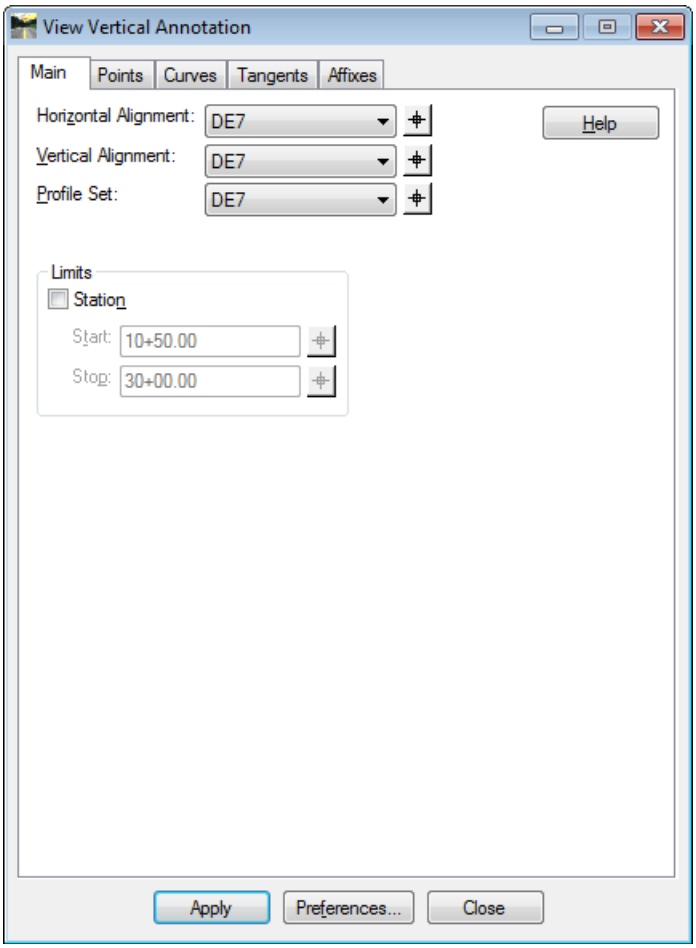

Figure L4-16 View Vertical Annotation
39.	**Annotate Vertical Alignment** • In InRoads, Select **Geometry ► View Geometry ► Vertical Annotation**. The **View Vertical Annotation** dialog opens as shown in *Figure L4-16*. *The View Vertical Annotation dialog opens.*